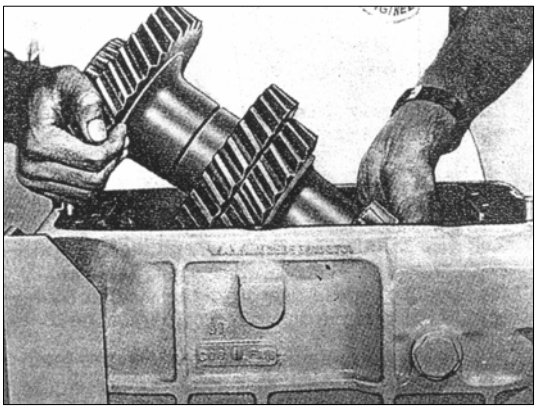

РИС. 207
20) Открутите болты, удерживающие переднюю крышку промежуточного вала. Снимите крышку и регулировочные шайбы. Снимите наружное кольцо переднего подшипника с картера КПП. Двигайте промежуточный вал с внутренним кольцом переднего подшипника по направлению к задней части КПП. Открутите поворотный шкворень промежуточного рычага шестерни заднего хода. Снимите рычаг переключения промежуточной шестерни заднего хода. Поднимите передний конец промежуточного вала и вытащите его из кожуха (см. рис.207).